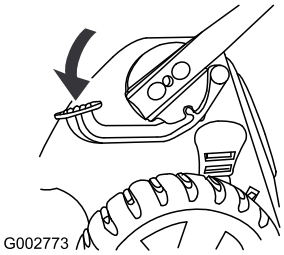

Figur 49
1. Trampa på fotpedalen och håll den nere (Figur 49).